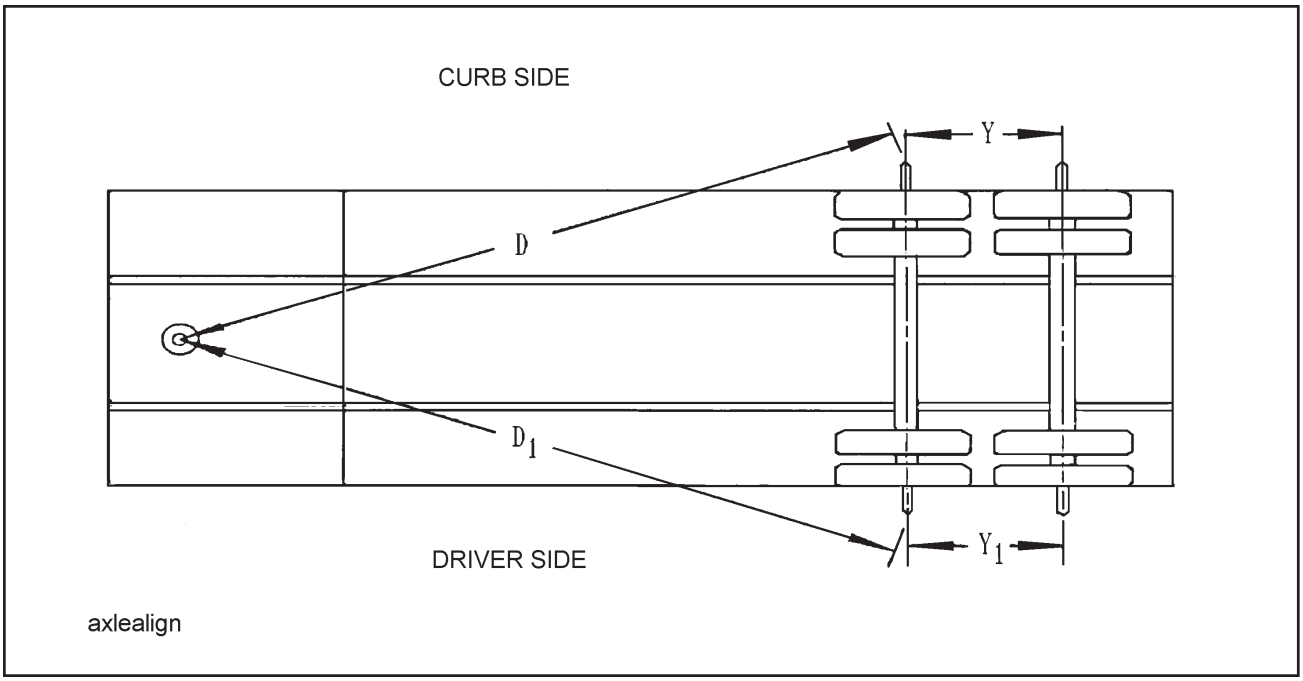

Figure 4-11 Checking Axle Alignment
4. Measure (D) from the plumb bob to the center point on one end of the axle. Record this measurement **(See Figure 4-11)**.
5. Measure (D1) to the other end of the axle in the same manner as in **Step 4.** Record this measurement **(See Figure 4-11).**